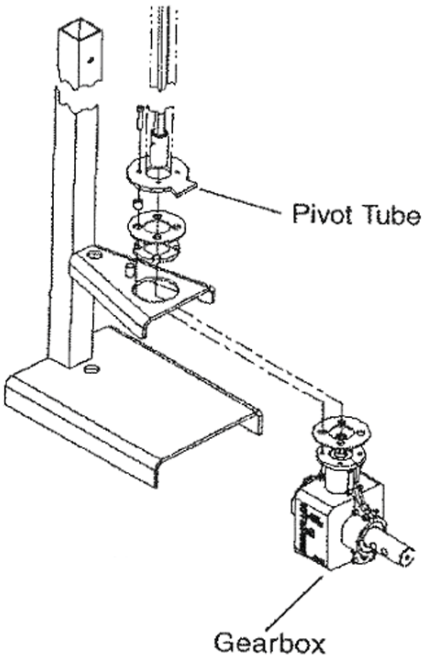

Figure 15: Replacing the Gearbox
2. Remove 1/4" x 1-1/2" screws (4) securing the pivot tube weldment to the gearbox.
3. Install all replacement parts in correct order. (Figure 15)
4. Insert and tighten 1/4 x 1-1/2" screws (4) removed in step 2.